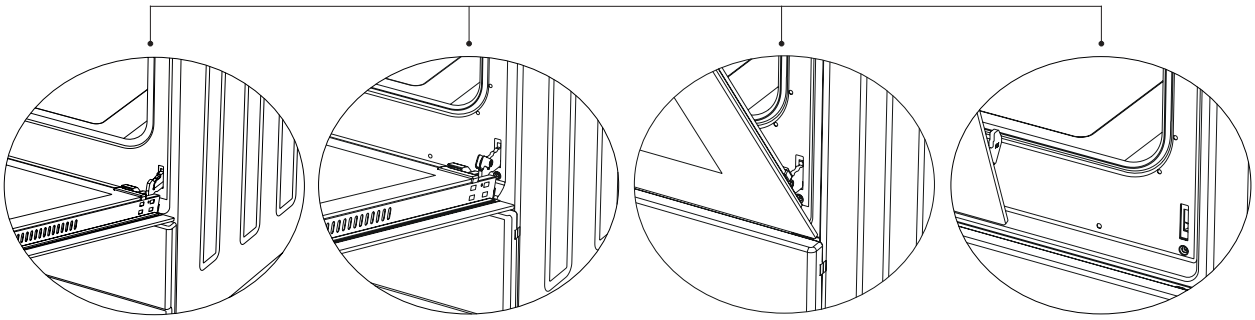

Figura 15.1 Figura 15.2 Figura 16.1 Figura 16.2
1. Abra por completo la puerta del horno y desmonte la puerta abriendo del pestillo que hay en la bisagra con ayuda de un destornillador como se muestra en la figura 15.1.